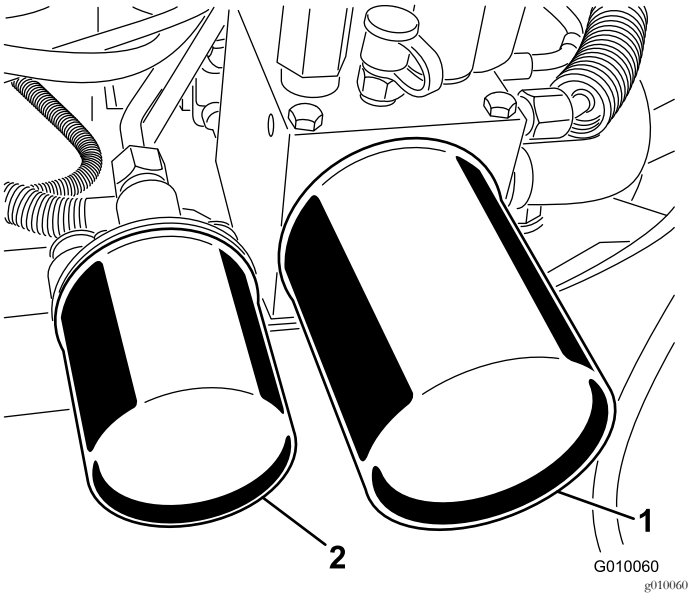

Rysunek 59
2. Ustaw miskę drenażową pod filtrami, usuń stare filtry i oczyść powierzchnię uszczelki adaptera filtra (Rysunek 59).